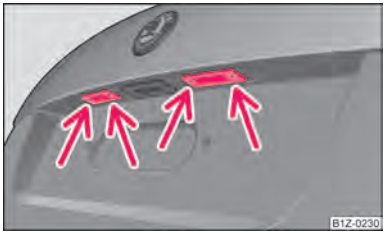

Fig. 188 Remove the licence plate light
- Open the boot lid and unscrew the light glass ⇒ fig. 188.